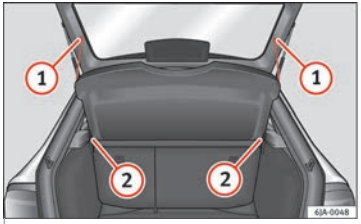

Fig. 82 Remove the shelf.
– Remove the straps from the shelf (1) ››› **Fig. 82**.
– Remove the shelf from its housing (2) by knocking it gently from underneath between the supports.